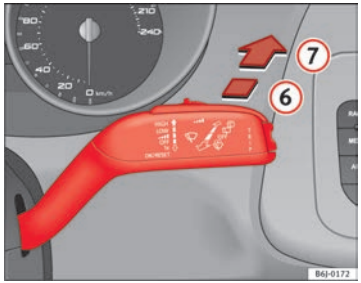

Fig. 66 Windscreen wiper and windscreen wash lever: rear window wiper
– Press the lever forwards to position 6 ⇒ Fig. 66. The wiper will wipe the window approximately every 6 seconds.
– Press the lever fully forwards to position 7 ⇒ Fig. 66. The rear wiper and washer operate at the same time. The windscreen wash system will function as long as you hold the lever in this position.